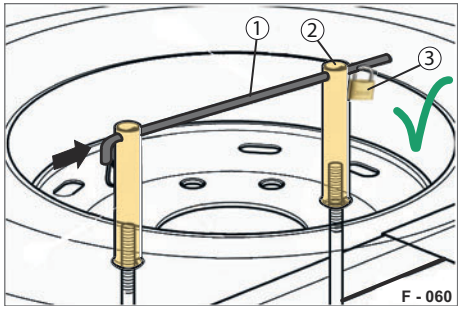

Abb. 94 Reserverad gesichert
- ▶ Schrauben Sie die Rohrmuttern (Abb. 94/2) auf die Hakenschrauben.
- ▶ Drehen Sie beide Rohrmuttern (Abb. 94/2) handfest an.
- ▶ Ziehen Sie die Rohrmutter mit dem Querstab (Abb. 94/1) als Hebel (mindestens 5 Umdrehungen) fest.
- ▶ Stecken Sie den Querstab (Abb. 94/1) durch beide Rohrmuttern (Abb. 94/2).
- ▶ Bringen Sie das Vorhängeschloss (Abb. 94/3) an.